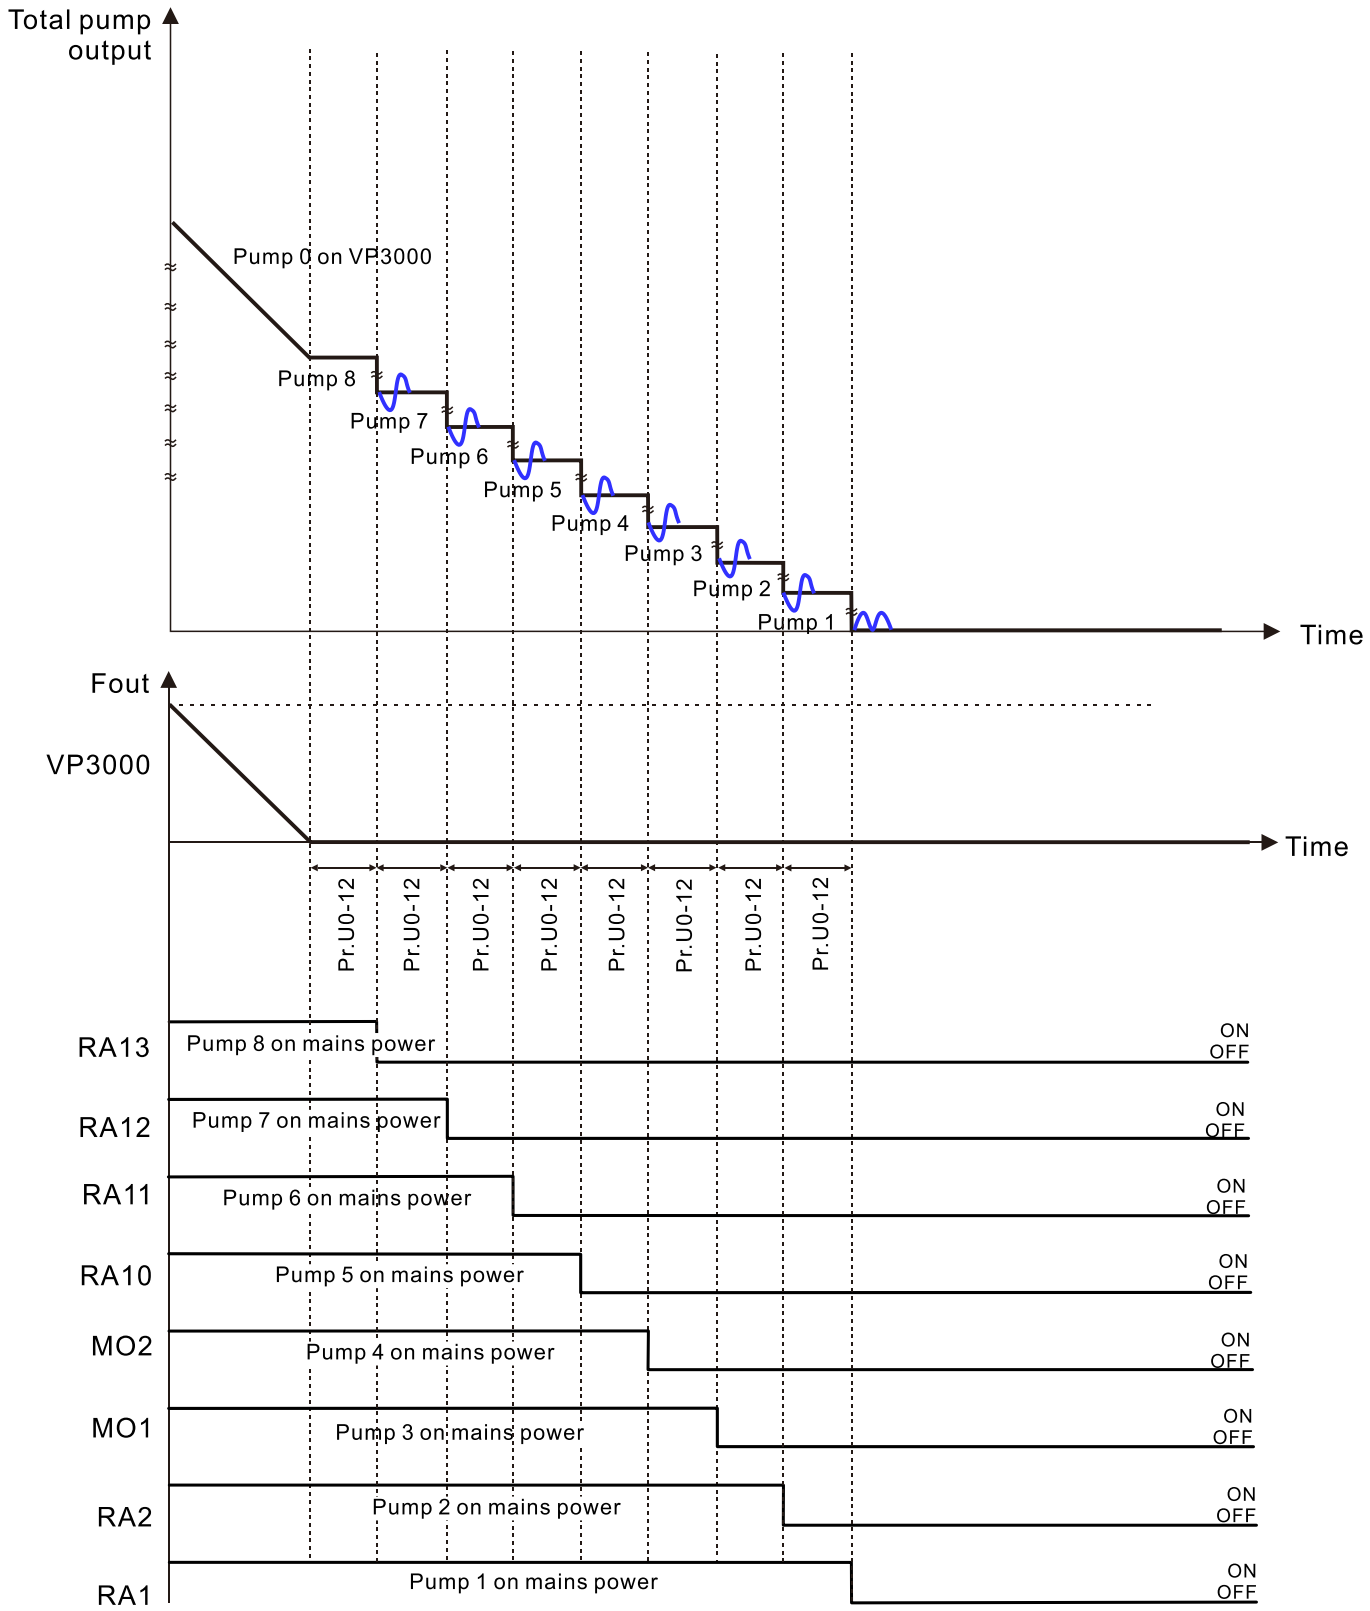

图 12 定量控制端子顺序优先时序图(减压需求)
- 功能启动后，当用水量需求减少且主泵输出频率已低于或等于下限频率并持续 U0-12 辅泵减压关闭确认时间后，断开输出端子切离市电供应辅泵，当需求不变情况下再接续 U0-12 辅泵减压关闭确认时间后，断开输出端子切离市电供应另一辅泵，直到关闭所有辅泵为止(参考图 12)